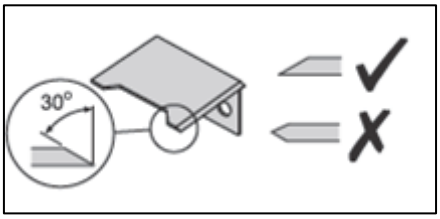

Rys. 31
2. Przytrzymaj nożyk w zacisku i używając metalowego pilnika naostrz jego końcówkę pod kąt ok. 30°. Naostrz tylko z jednej strony (Rys. 31).